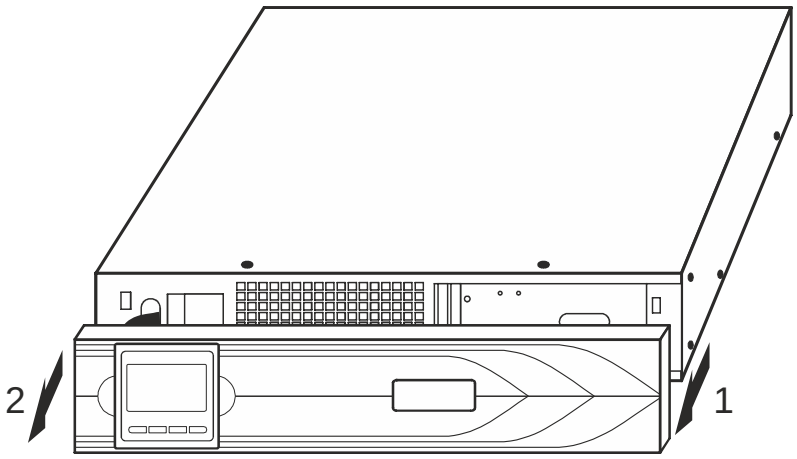

Рисунок 14 – Порядок отсоединения передней панели
- Нажмите на левую сторону панели рядом с ЖК-дисплеем и резко потяните правую сторону на себя. Затем отсоедините левую сторону передней панели (см. рисунок 14);